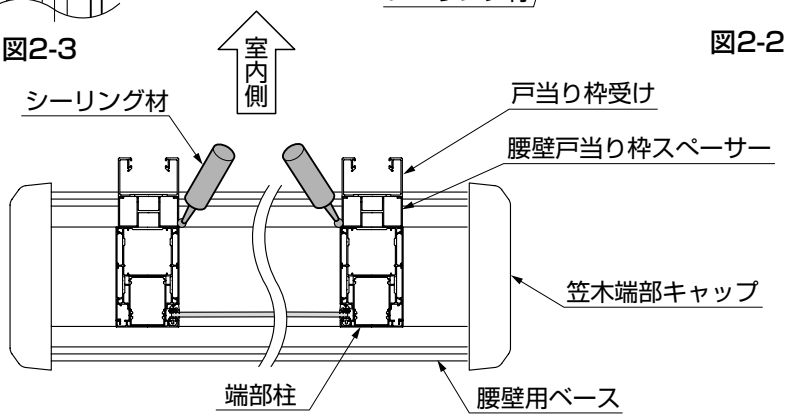
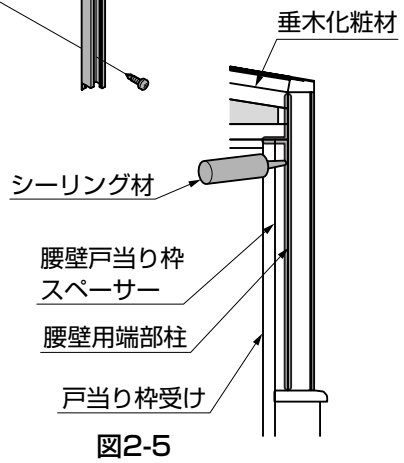

図2-4
図2-5
①腰壁戸当り枠スペーサーを、端部柱に、【53-1】で取付けてください。
②腰壁戸当り枠スペーサーと端部柱の室内側合わせ面を、垂木化粧材の下までシーリングしてください。（図2-4、図2-5参照）
●指定の箇所には、必ずシーリングをしてください。（図2-4、図2-5参照）